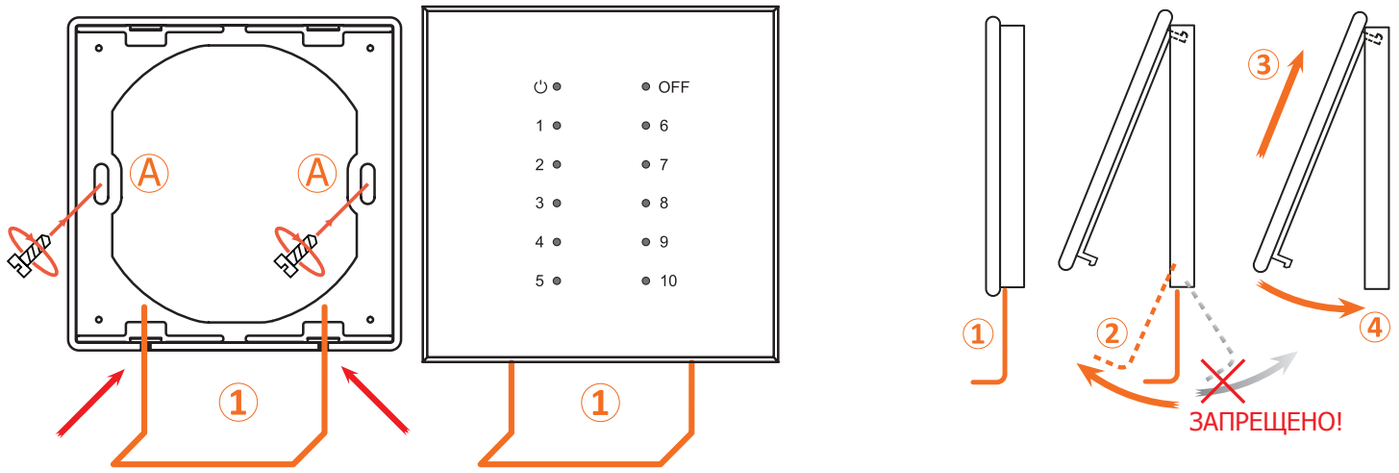

Рис. 2. Монтаж рамки, установка (снятие) радиоприемника.
ВНИМАНИЕ! Монтировать рамку к стене нужно так, чтобы прорези на рамке были направлены вниз (указаны на рис.2 красными стрелками).
Вставьте корпус радиоприемника в специальную пластиковую рамку (поз. 3). Нажмите на радиоприемник до щелчка (поз. 4) (см. рис.2).
4.1. Подключение соединительного кабеля к радиоприемнику проводите строго по инструкции, соблюдая цветовую маркировку проводов (см. рис. 2, 3 и 4):